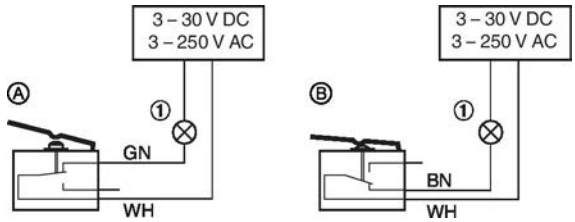

Abb. 143: Anschlussbeispiel Endschalter
- Anschluss der Endschalter anhand des Anschlussbeispiels Abb. 143